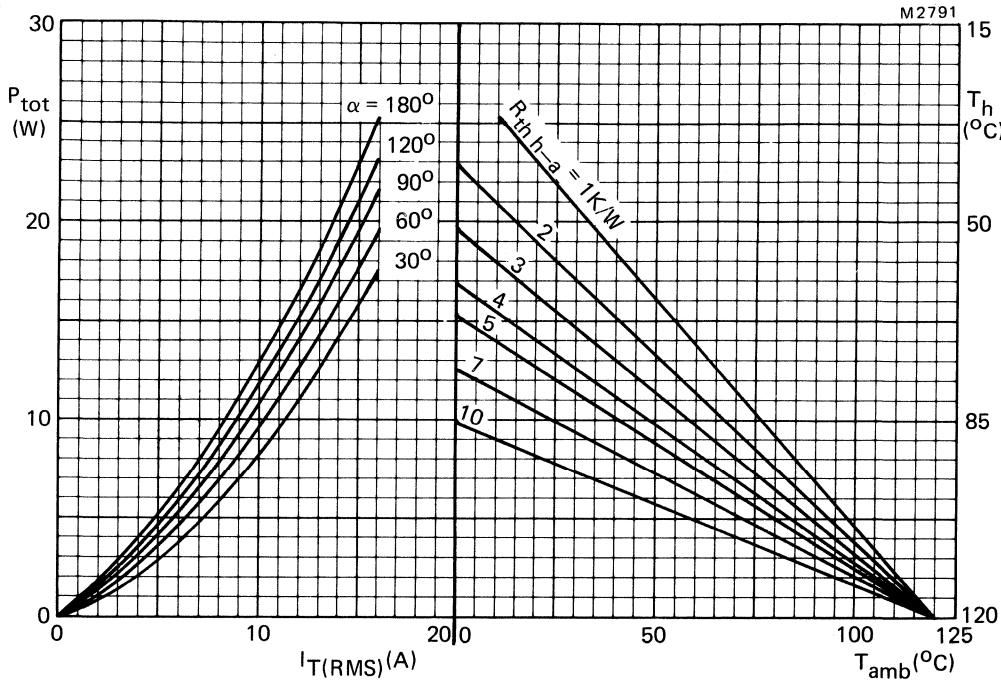

Fig. 4 The right-hand part shows the interrelationship between the power (derived from the left-hand part) and the maximum permissible temperatures.
b. The method of using Figs.4 and 5 is as follows: